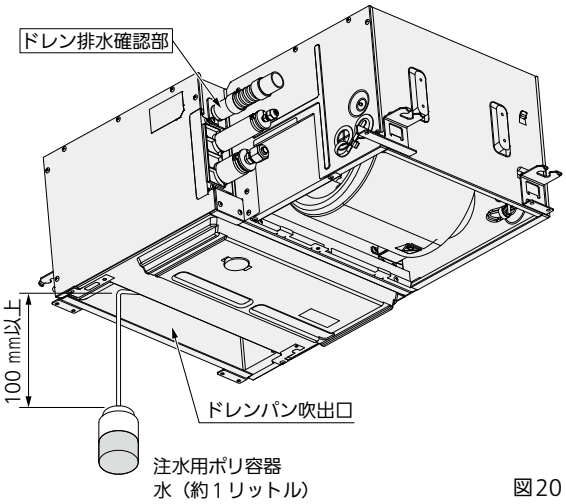

図20
- 図20に従ってドレンパン吹出口よりドレンパン内に排水確認用の水（約1リットル）を少しずつ入れてください。